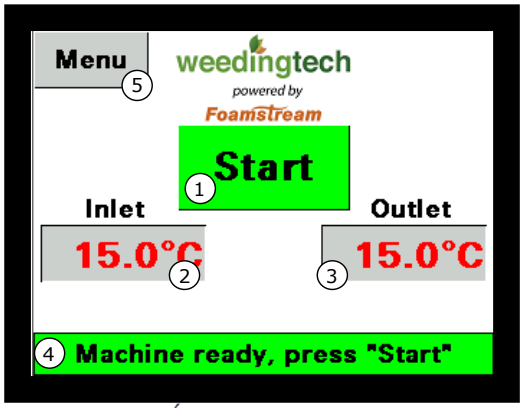

Figure 15 - Écran de démarrage du PLC
- ✓ Attendre jusqu'à ce que la vidange soit terminée. Un nouvel écran s'affiche, représenté à la Figure 15.
Lorsque l'appareil Foamstream Municipal est prêt à démarrer, l'écran ci-dessous s'affiche (comme à la Figure 15).